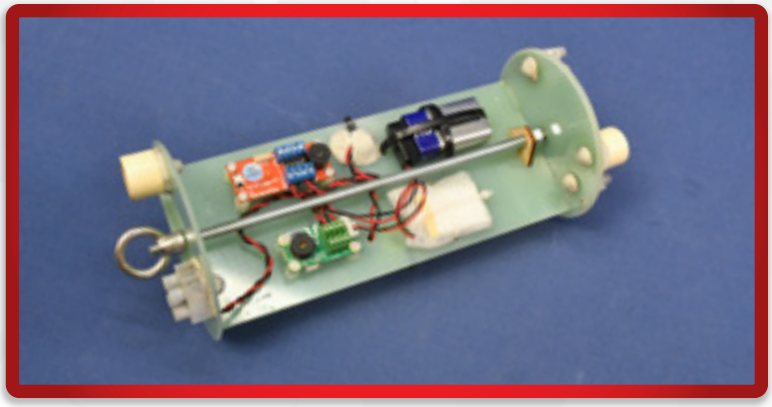

*FIGURE 3 - REDUNDANT ALTIMETER SETUP IN E-BAY*
**Redundant Altimeter:** A second and independent dual deployment altimeter system inside the rocket used to provide back-up in case the first altimeter malfunctions (loses power, fails to sense lift-off, or is somehow damaged during the flight). The purpose is to provide extra safety to ensure that the rocket still functions properly in the event of unforeseen events. See Figure 3.